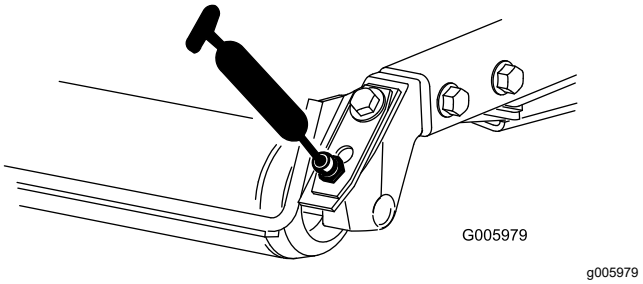

Figur 80
- Bakre valselagre (2 per klippeenhet), som vist i Figur 80